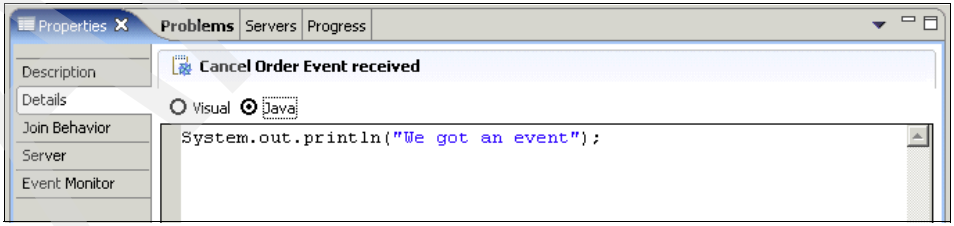

Figure 13-26 Cancel Order Event received Java Snippet Properties page: Details tab
e. Click the **Details** tab (Figure 13-26).